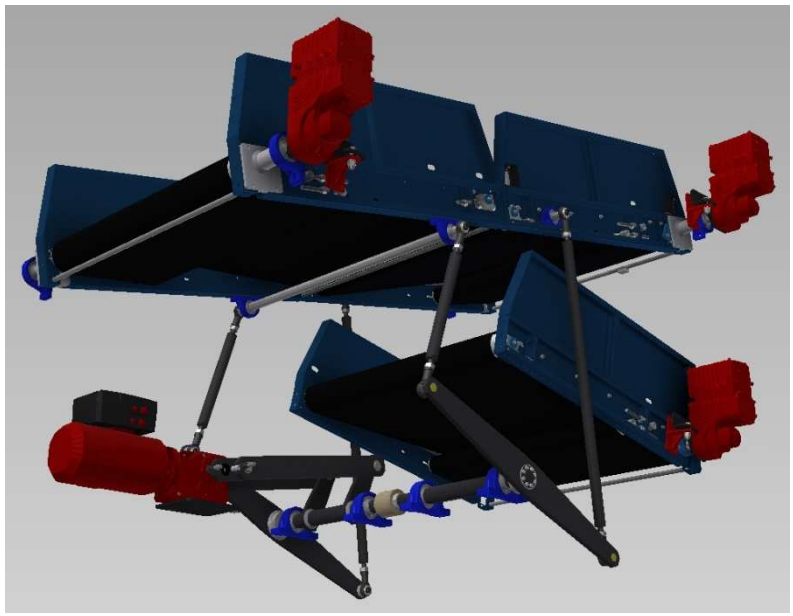
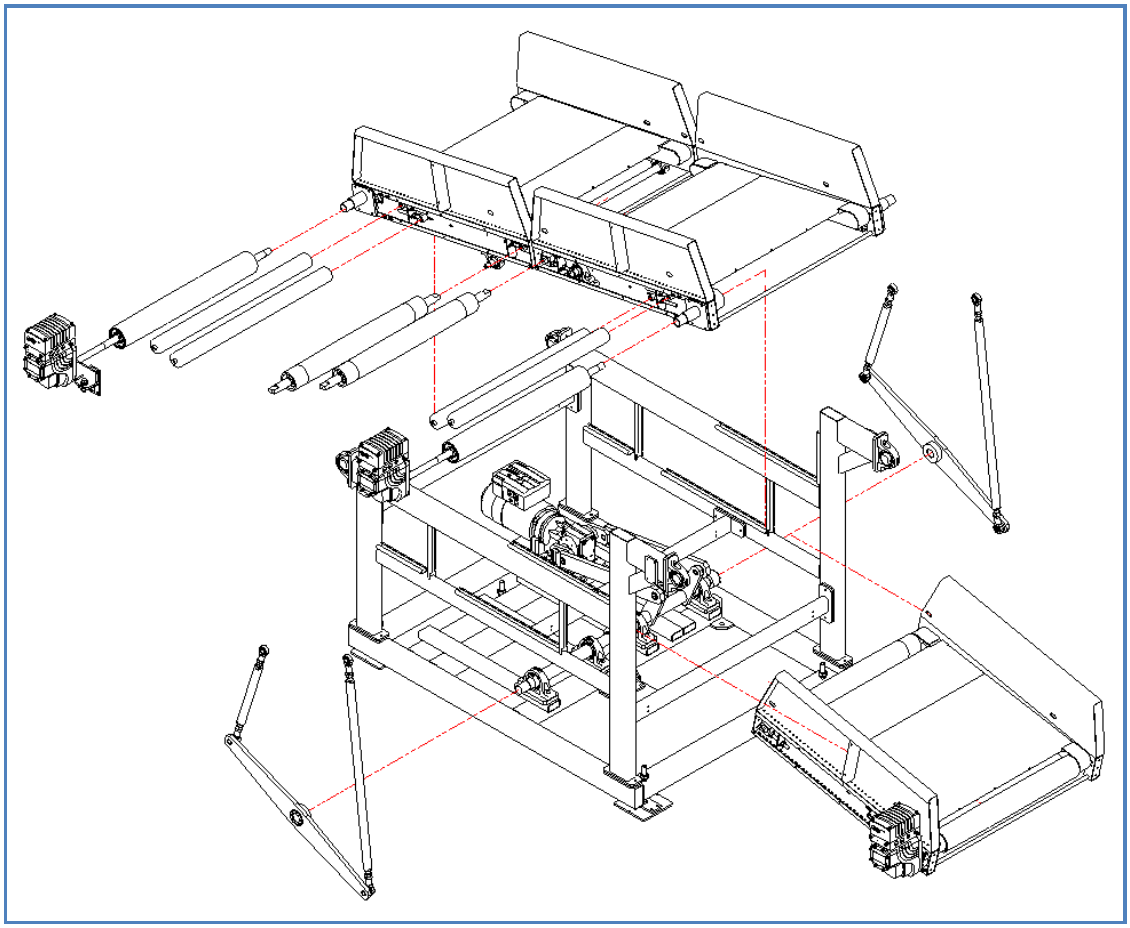

Figura 98: vista dei sequenziatori, di cui uno fisso e due mobili.
Figura 99: vista esplosa del Deviatore Verticale.
- Due sequenziatori mobili e uno fisso, con motoriduttori (Figura 98 e Figura 99)